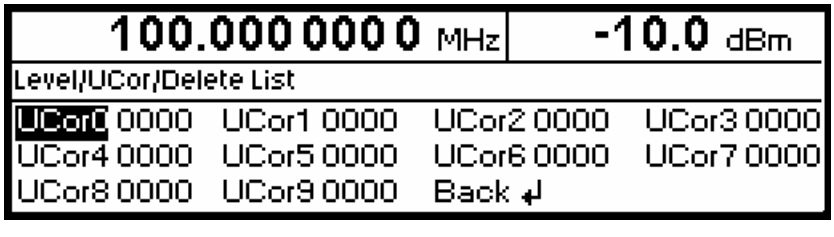

Fig. 3-5 Delete List window
- Mark the desired list using the rotary knob (see Fig. 3-5).